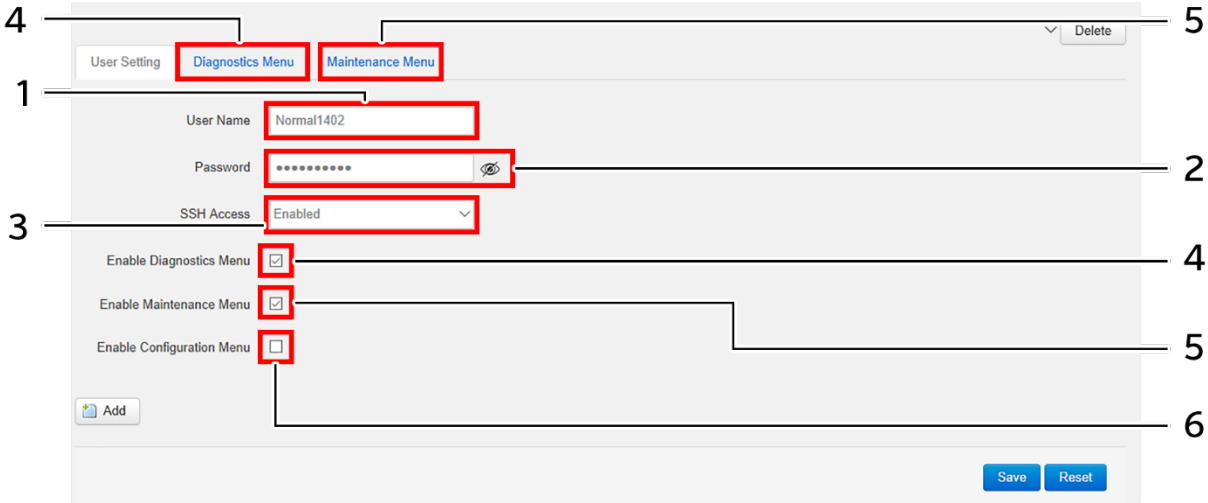

Figure 55: Basic overview of user configuration parameters
This screen provides the user with options to further manage the access privileges of a newly added user to diagnostics screen options, if the respective user has been configured with access to diagnostics screen. Refer "Figure 55: Basic overview of user configuration parameters" and click on "Diagnostic Menu" tab (4) located on top.
This screen provides the user with options to further manage the access privileges of a newly added user to maintenance screen options, if the respective user has been configured with access to maintenance screen. Refer "Figure 55: Basic overview of user configuration parameters" and click on "Maintenance Menu" tab (5) located on top.
This screen provides the user with options to further manage the access privileges of a newly added user to configuration screen options, if the respective user has been configured with access to configuration screen. Refer "Figure 55: Basic overview of user configuration parameters" and click on "Configuration Menu" tab (6).